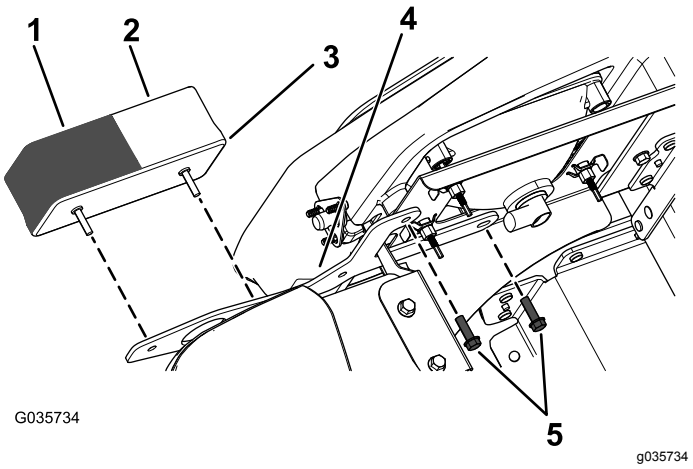

Рисунок 2
3. Установите новый передний габаритный огонь и указатель поворота на кронштейн, используя 2 ранее снятых винта (Рисунок 2).
Примечание: Убедитесь в том, что прозрачные рассеиватели (габаритные огни) расположены внутри, а желтые рассеиватели (указатели поворота) расположены снаружи (Рисунок 2).